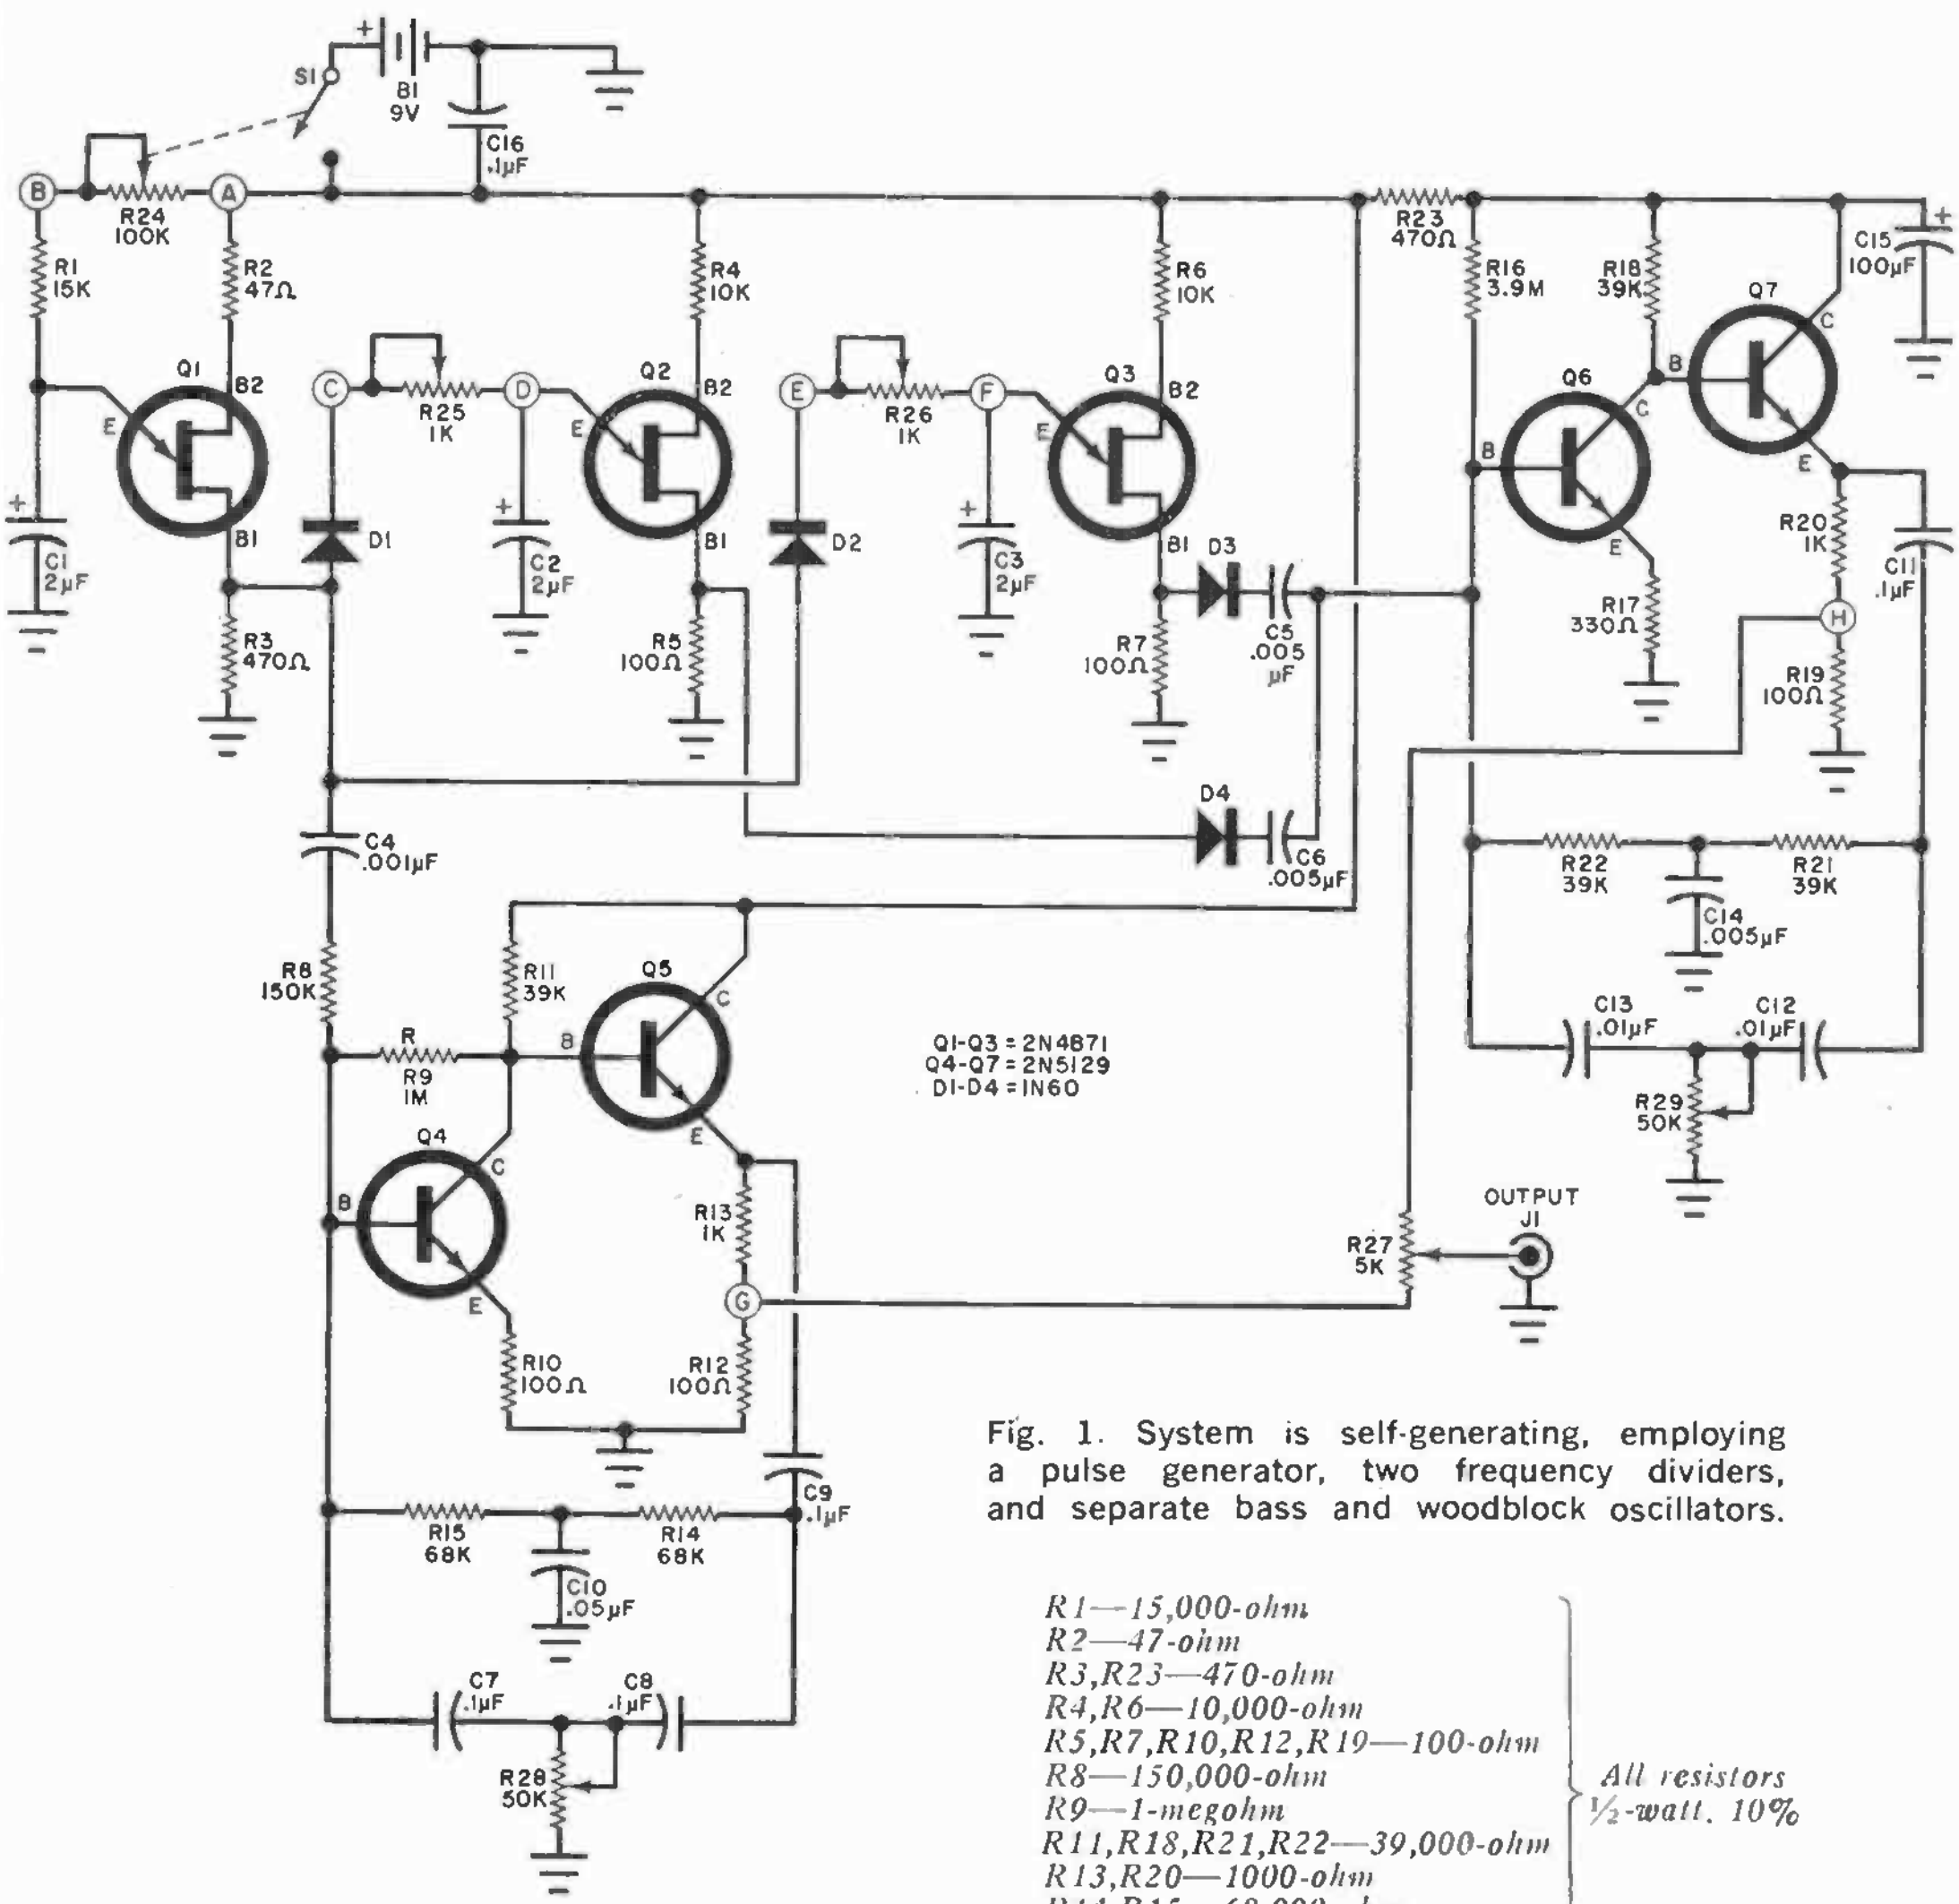

Fig. 1. System is self-generating, employing a pulse generator, two frequency dividers, and separate bass and woodblock oscillators.
**Construction.** Layout of the TTB circuit (see Fig. 1) is not critical; but, while any method of assembly will give acceptable results, a printed circuit board will go a long way toward guaranteeing a successful project. The printed circuit board can be obtained commercially (see Parts List), or you can etch and drill